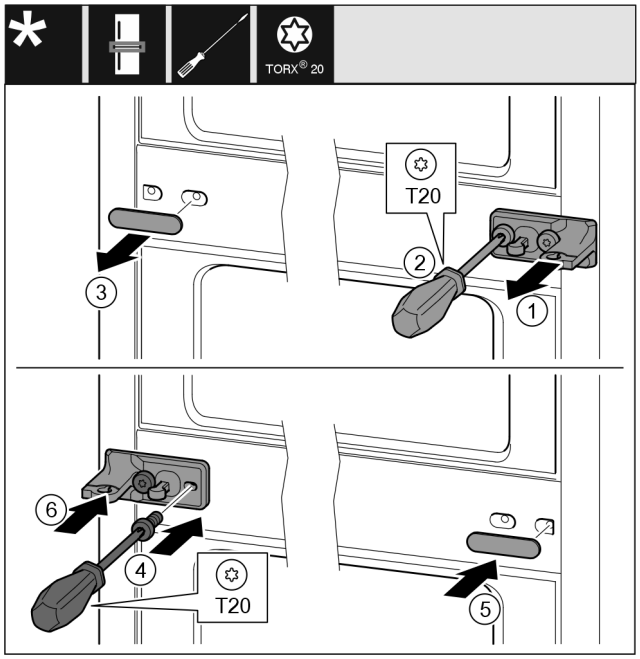

Fig. 21
▶ Stáhněte podložku *Fig. 21 (1)*.
▶ Šroubovákem vyšroubujte šrouby *Fig. 21 (2)*.
▶ Opatrně stáhněte kryt *Fig. 21 (3)*.
▶ Stojan ložiska s fólií *Fig. 21 (4)* otočený o 180° pevně přišroubujte na druhé straně.
▶ Kryt *Fig. 21 (5)* otočený o 180° připevněte na druhé straně.
▶ Zepředu nasuňte podložku *Fig. 21 (6)*.